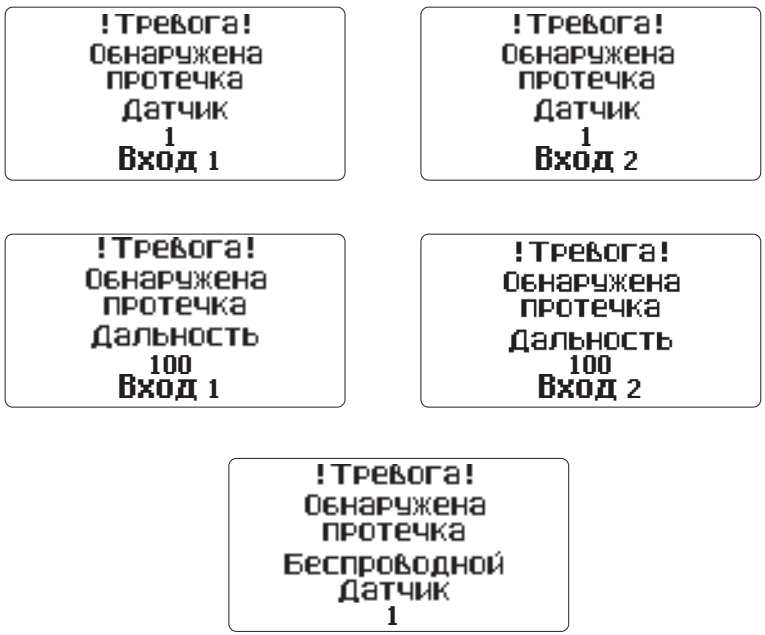

Рис. 9 Сообщения о протечке для разных типов датчиков
- на дисплее модуля управления выводится сообщение об обнаружении протечки с указанием типа и номера сработавшего датчика (либо расстояния до протечки в сантиметрах в случае подключения ленты) (рисунок 9);